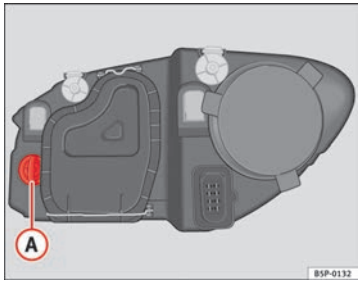

Fig. 186 Turn signal bulb
– Turn bulb holder ⇒ Fig. 186 (A) to the left and pull.